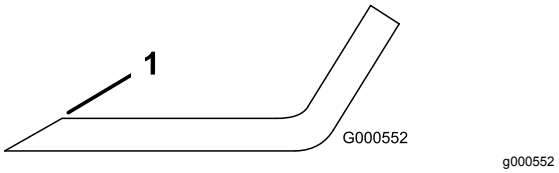

Figur 68
1. Anvend en fil til at slibe begge ender af skærekniven (Figur 68).
Bemærk: Hvis kniven ikke er afbalanceret, skal der slibes lidt mere metal af sejlområdet (Figur 68).